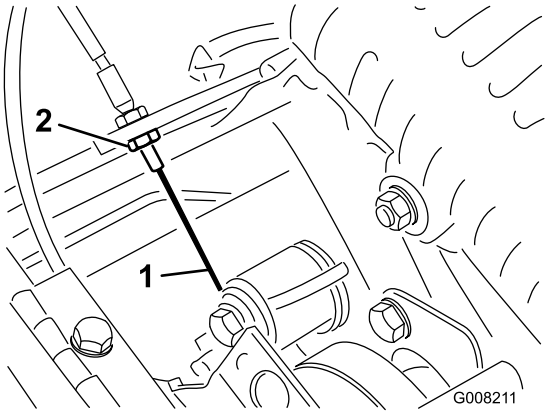

Figur 36
3. Hvis du ønsker å øke kabelspenningen, må du løsne på den fremre og stramme den bakre låsemutteren på kabelen (Figur 36) helt til du trenger en kraft på 3,2 til 4,1 kg for å koble til trekkontrollen.